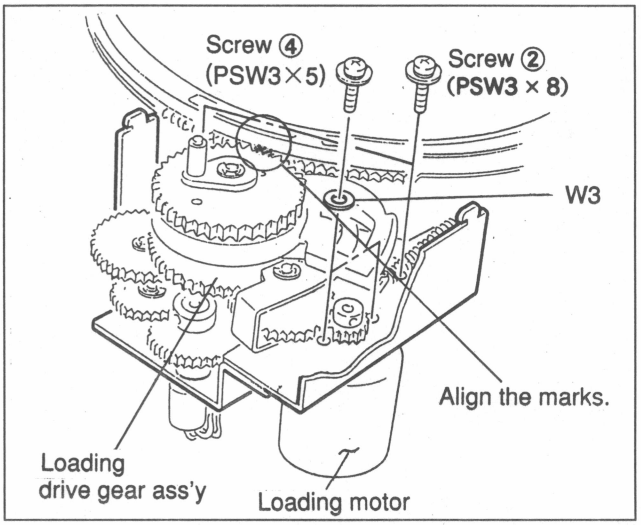

Fig.7-19-12 Loading Drive Gear Ass'y Installation
(1) Replace the loading motor with a new one. Install the loading motor on the loading drive gear ass'y with two of screw ④ and washers shown in Fig. 7-19-12.